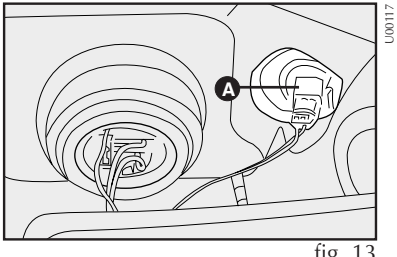

fig. 13
1) Quite el portalámpara **A-fig. 13**, girándolo en el sentido antihorario.